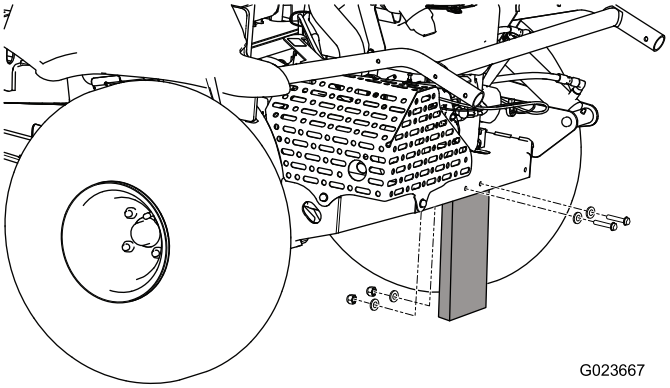

Figur 3
1. Fjern de møtrikker, bolte og spændeskiver, der fastgør forsendelsesbrættet til maskinens bagende (Figur 3).